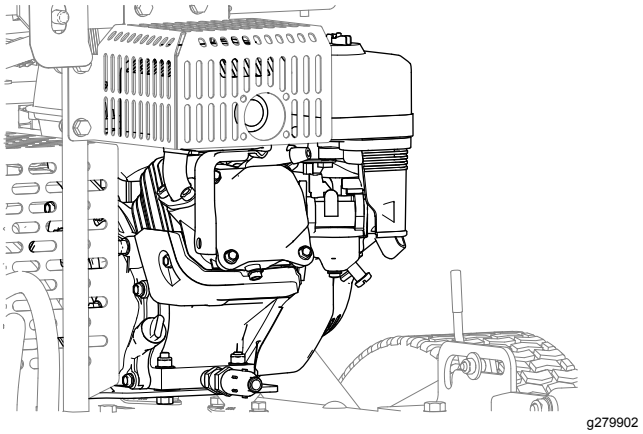

Figura 41
4. Pulite il motore e le alette di raffreddamento del motore da sporco e detriti (Figura 41).